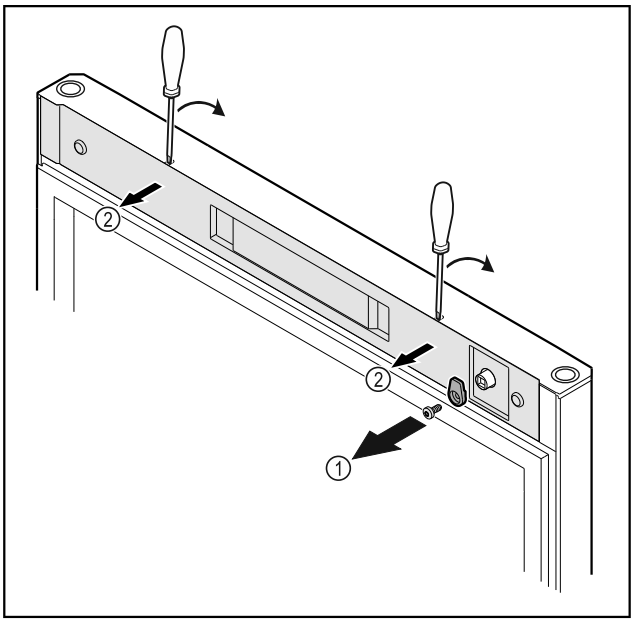

Fig. 9
▶ Deșurubați *Fig. 9 (1)* cârligul de închidere.
▶ Deblocați apărătoarea *Fig. 9 (2)* cu o șurubelniță mică și detașați-o.